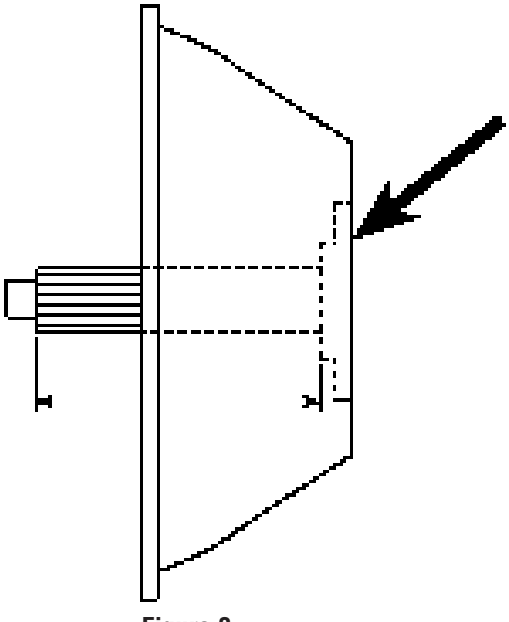

Figure 3
- Worn or incorrect transmission bearing retainer cap (refer to figure 3)